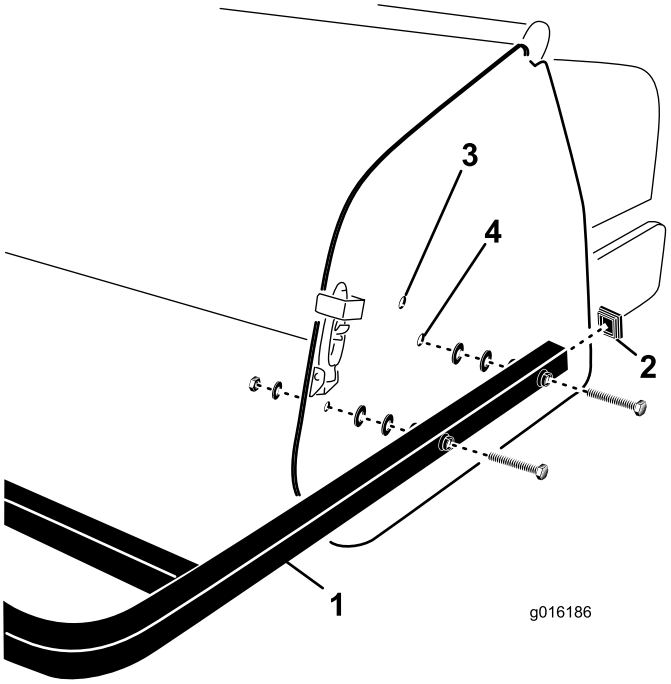

**Figur 29**
1. Sätt in ändkåporna i ändarna på rören på de bakre skydden (Figur 29).
2. Passa in hålen i monteringsrören på det bakre skyddet med hålen i luftarens sidoplåtar (Figur 29).
3. Fäst skyddets monteringsrör vid sidoplåtarna med fyra (4) skruvar, planbrickor och muttrar (Figur 29).